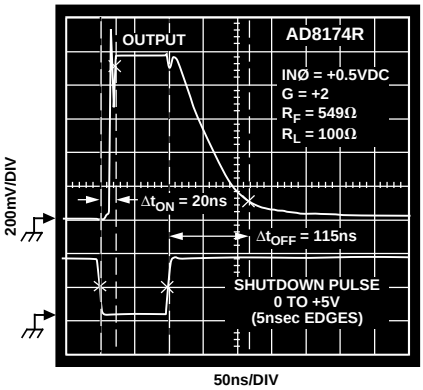

Figure 6. Shutdown Switching Characteristics
[3]AD8174 only. $\overline{\text{ENABLE}}$ pin is grounded. Shutdown (SD) pin is driven with 0 V to +5 V pulse (5 ns rise and fall times). State of A0 and A1 logic inputs determines which channel is activated (i.e., if A0 = Logic 1 and A1 = Logic O, then IN1 input is selected). Set IN0 (or IN2) = +0.5 V dc, IN1 (or IN3) = –0.5 V dc, and measure transition time from 50% of SD pulse (+2.5 V) to 90% of the total output voltage change. In Figure 6, Δt_{OFF} is the shutdown assert time, Δt_{ON} is the shutdown release time.